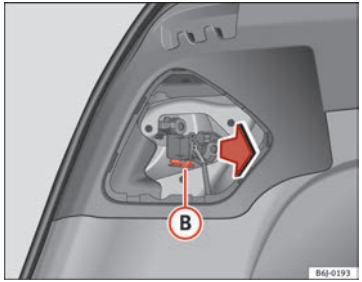

Fig. 180 Removing the bulb holder
– Remove the bulb holder by pressing the clip (B) ⇒ Fig. 180 and pulling outwards.